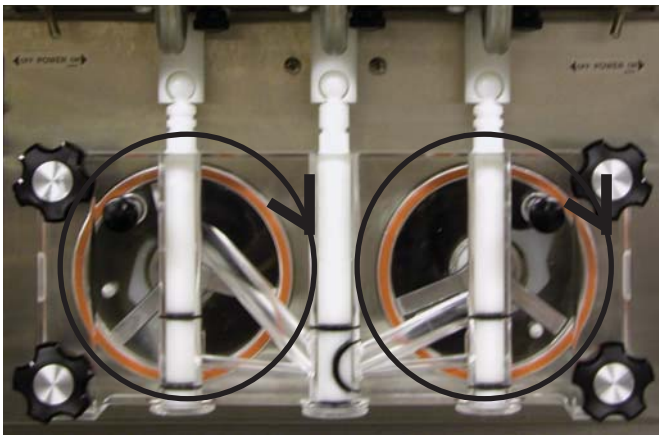

Figure 2-2 Auger Rotation
D. Check the auger shaft rotation by placing the Main Freezer Power Switch in the ON position, placing both Freezing Cylinder OFF/ON switches in the ON position and pressing the CLEAN button on each of the control panels. Auger shaft rotation is clockwise as viewed through the clear plastic front door (see Figure 2-2).